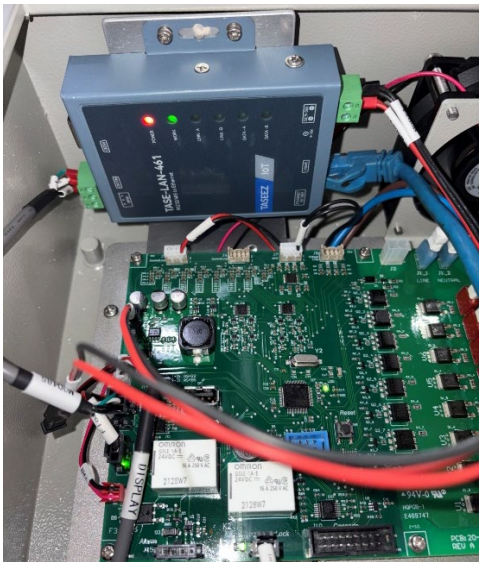

Figure 7.
8. Verify that the adapter's POWER LED is illuminated and the WORK LED is blinking. Figure 7.